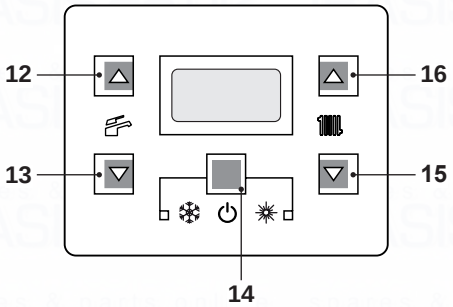

Fig. 2.5
- Press the key 14 for 2 seconds until both and symbols appear on the display Fig. 2.5.